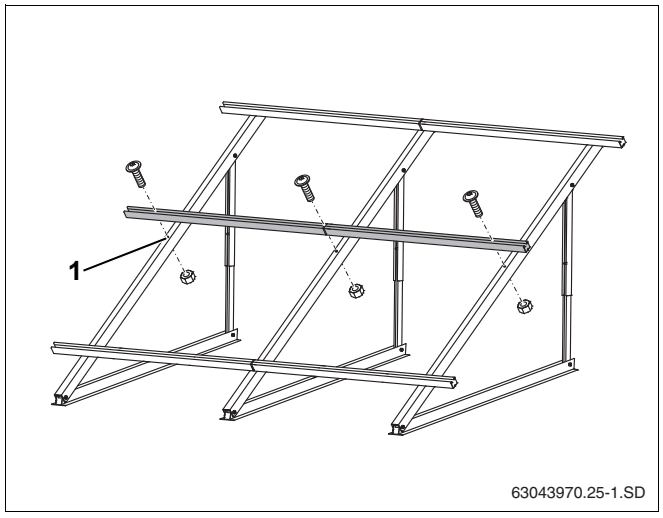

Рис. 35 Установка дополнительных профильных реек
- Закрепить дополнительные профильные рейки, как описано в глава 5.5.2 "Монтаж профильных реек", в центральном отверстии профиля (рис. 35, **поз. 1**).